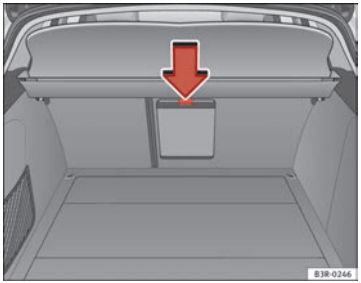

Fig. 128 Detailed view of the rear of the rear backrest: Ski bag cover
– Press the release catch for the ski bag cover ⇒ fig. 128 -arrow- and swivel the cover downwards.